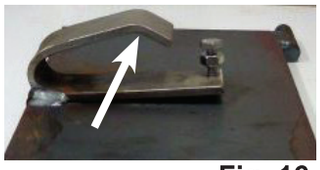

Fig. 16
9. Apply high temp anti-seize lubricant to the under side of the bypass hook **(Fig. 16)** and then reinstall the bypass door by following the previous steps in reverse order.